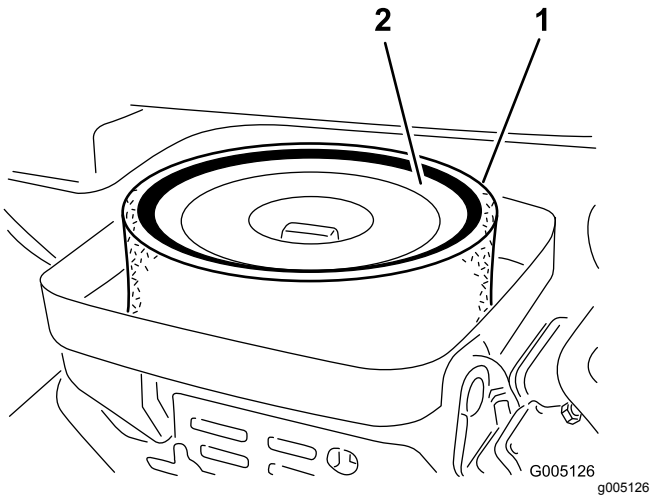

Figur 40
3. Ta av vingemutteren som fester elementene til luftrenseren (Figur 40).
4. Hvis skumelementet er skittent, fjerner du det fra papirelementet (Figur 40). Rengjør den grundig, som følger: